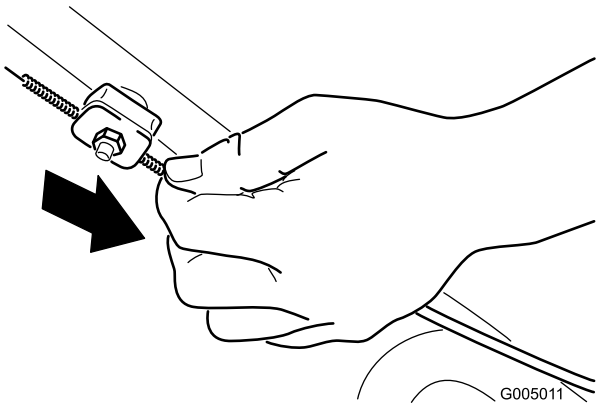

Figur 23
2. Træk kabelkappen ned (mod plæneklipperen), indtil der ikke er noget slæk i kablet (Figur 23).